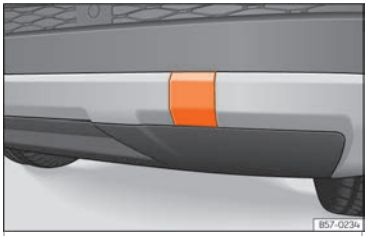

Abb. 49 Auf der rechten Seite des hinteren Stoßfängers: Abdeckung entfernen.
Die Abschleppöse wird in die hinter einer Abdeckung auf der rechten Seite des hinteren Stoßfängers befindliche Aufnahme eingeschraubt ››› Abb. 49.
- Drücken Sie auf den oberen Bereich der Abdeckung ››› Abb. 49 und klinken Sie diese aus.